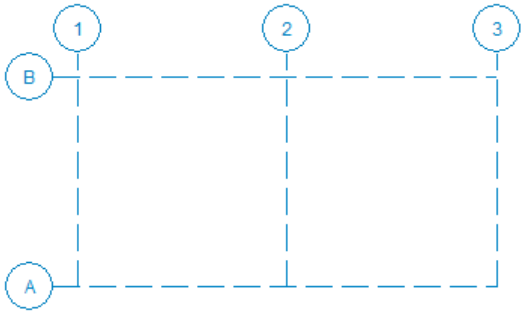

Figure 2-33 *Viewing the project grid in top view*
6. View the project grid in top view by choosing the **Snap to an XZ Planar View** button from the Window toolbar. The project grid is visible, as shown in Figure 2-33.